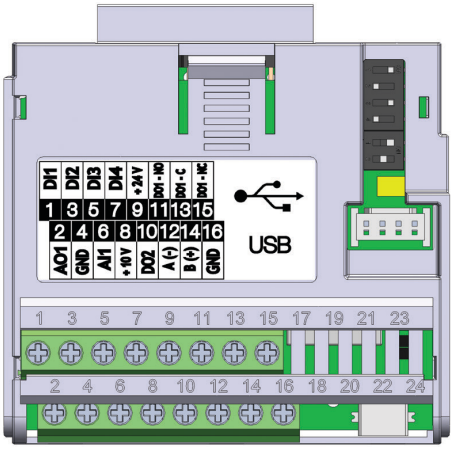

Figura 20.3: Módulo Plug-in CFW500-CUSB
El módulo plug-in CFW500-CUSB tiene la interfaz Serial (1) a través de la puerta RS-485 en los bornes 12 (A-) y 14 (B+), así como la interfaz Serial (2) a través de la puerta USB en el conector estándar mini USB (mini B), vea la Figura 20.3 en la página 20-1.